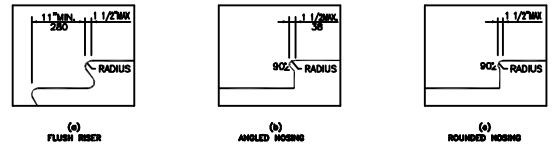

FIG. 18
4.9.2 TREADS & RISERS. ON ANY GIVEN FLIGHT OF STAIRS, ALL STEPS SHALL HAVE UNIFORM RISER HEIGHTS AND UNIFORM TREAD WIDTHS. STAIR TREADS SHALL BE NO LESS THAN 11" (280mm) WIDE, MEASURED FROM RISER TO RISER (SEE FIG. 18(a)). OPEN RISERS ARE NOT PERMITTED ON ACCESSIBLE ROUTES.
4.9.3 NOSINGS. THE UNDERSIDES OF NOSINGS SHALL NOT BE ABRUPT. THE RADIUS OF CURVATURE AT THE LEADING EDGE OF THE TREAD SHALL BE NO GREATER THAN 1/2" (13mm). RISERS SHALL BE SLOPED OF THE UNDERSIDE OF THE NOSING SHALL HAVE AN ANGLE NOT LESS THAN 60 DEGREES FROM THE HORIZONTAL. NOSINGS SHALL PROJECT NO MORE THAN 1-1/2 " (38mm) (SEE FIG. 18).